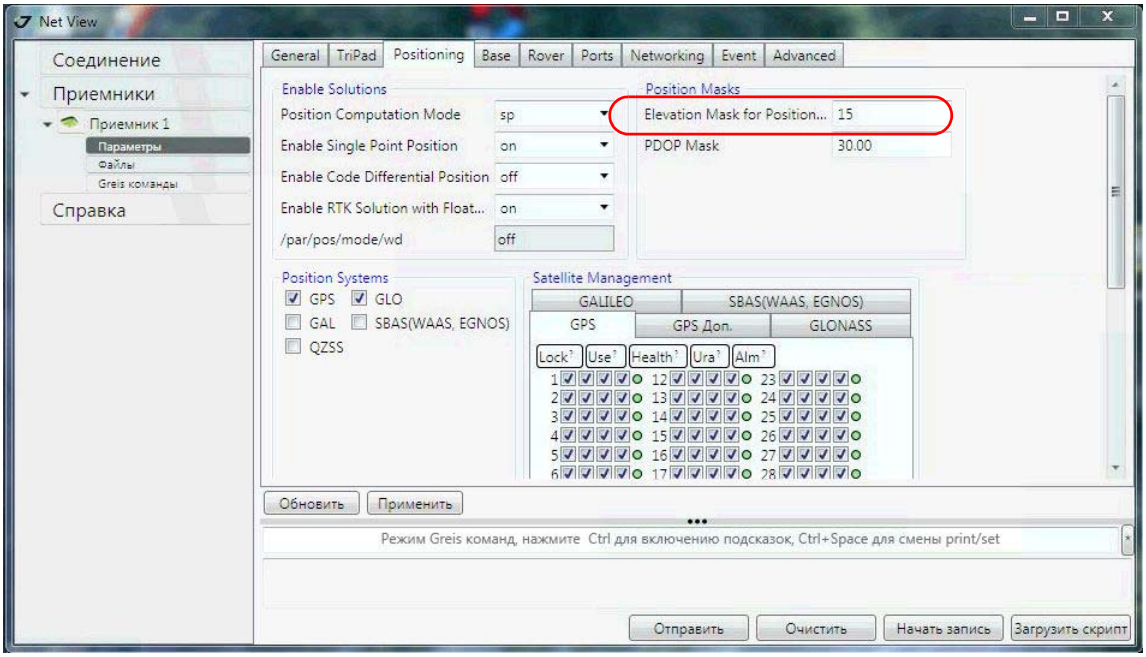

Рисунок 29. Настройки приемника – Elevation Mask
5. Перейдите в закладку *Positioning* и установите угол возвышения (Elevation mask) 15 (Рис. 29).